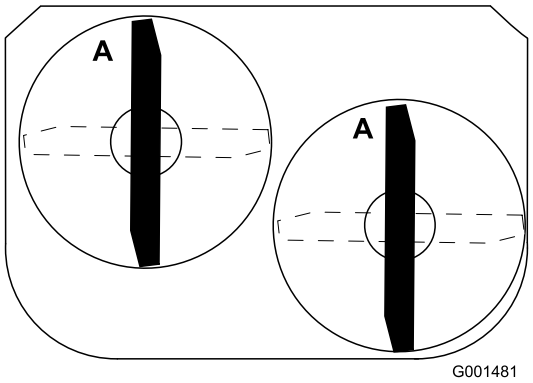

Figura 54
1. Gire las cuchillas hasta que los extremos estén orientados hacia adelante y hacia atrás (Figura 54).